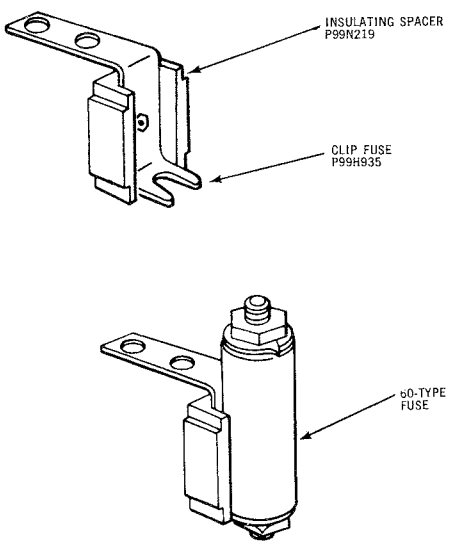

Fig. 10 — 60 Type Fuse, Fuse Clip and Spacer
3.07 ***Sneak Current Fuses (60-type)*** (Fig.10) are required when specified on the service order or by other local instructions.